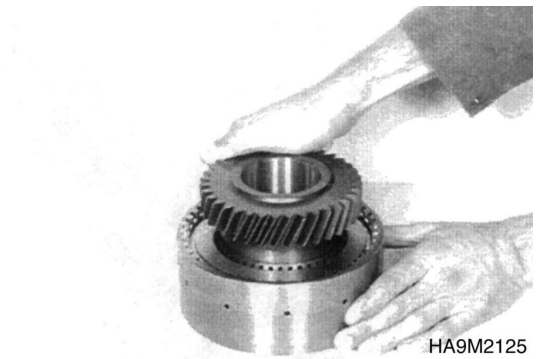

Figure 231
13. Push the end shim using screwdriver against retaining ring until contact is obtained (upward) and read plate clearance on the dial indicator (Figure 231).